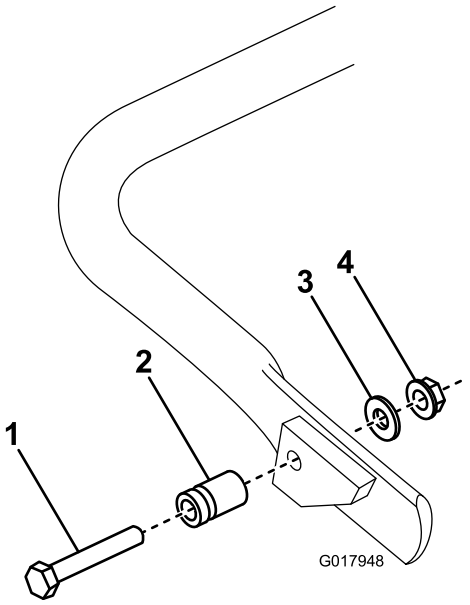

**Figur 5**
1. **Kun på GR1600**, tilslut fjedertappen til den højre side af støttebenet (Figur 5) vha. den medfølgende bolt, spændeskive og flangehovedmøtrik.